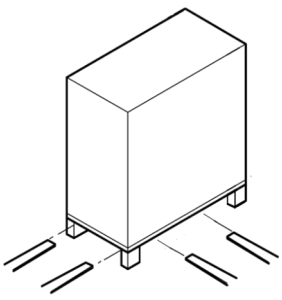

Fig. 1: Transport avec le chariot de manutention
1. **Figure 1 :** Couper les cerclages en plastique ① et les retirer.
2. Retirer le couvercle en bois ② de l'emballage.